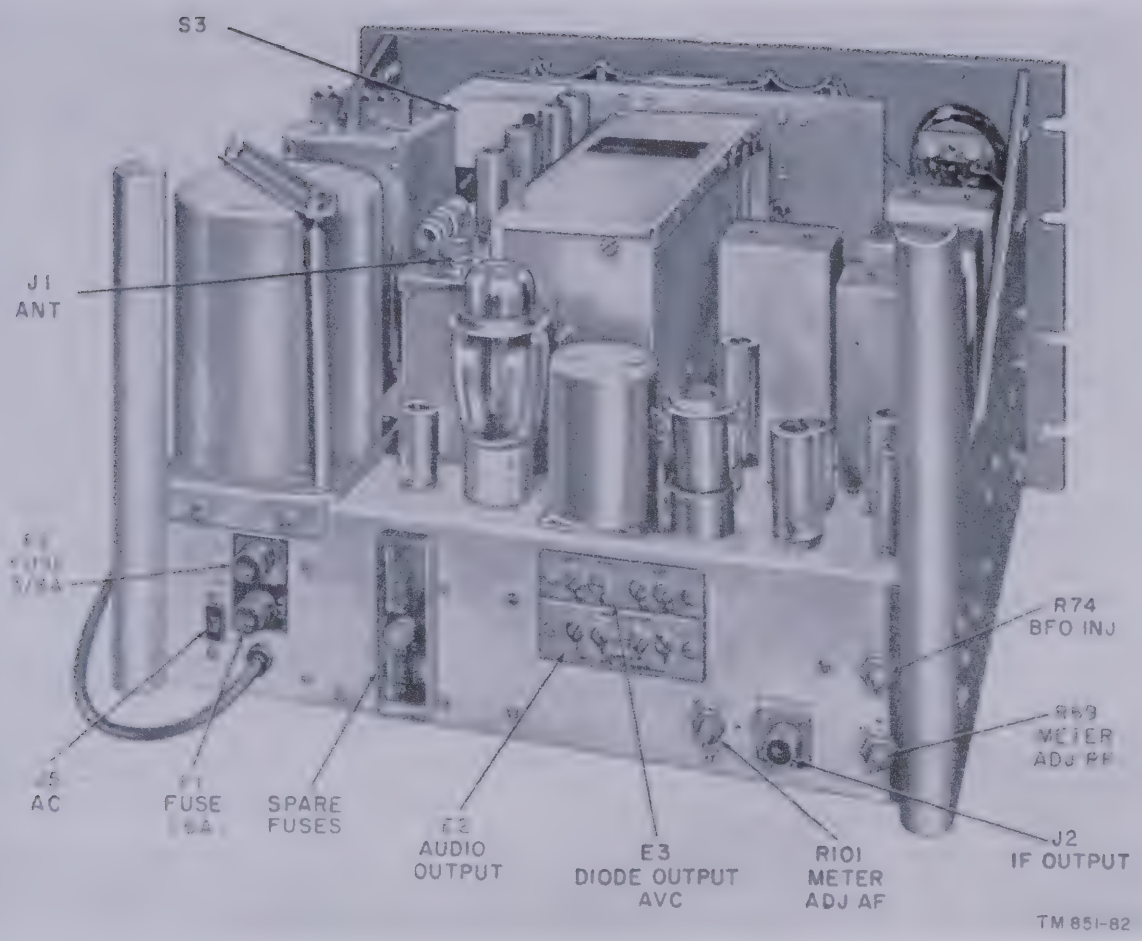

Figure 10. Radio Receiver R–274C/FRR, chassis and panel assembly, rear view.
b. Figure 4, showing the front view of Radio Receiver R–483/FRR, is equally applicable to Radio Receiver R–483A/FRR. Radio Receiver R–483A/FRR utilizes the top-hat type of tube clamps (fig. 10) and its rear apron is identical with that outlined for Radio Receiver R–274C/FRR (par. 12*b* and *c*).